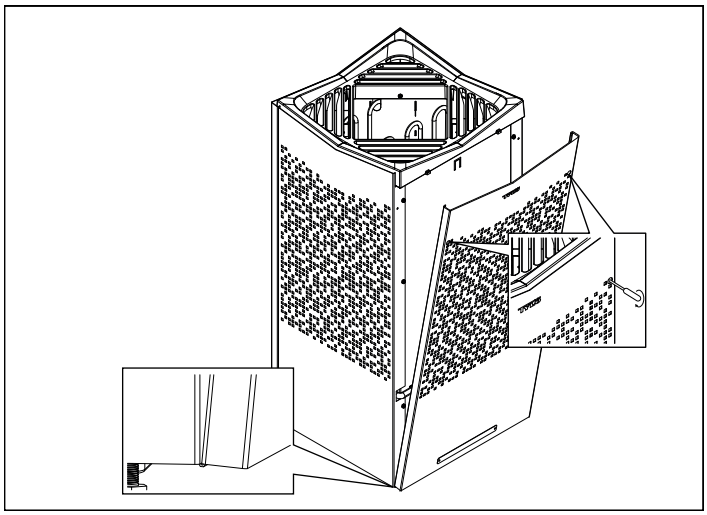

Rysunek 10. Zamocuj i przykręć panele przedni
7. Zamocuj panele przedni, a następnie dokręć wkręty (patrz rysunek 10).